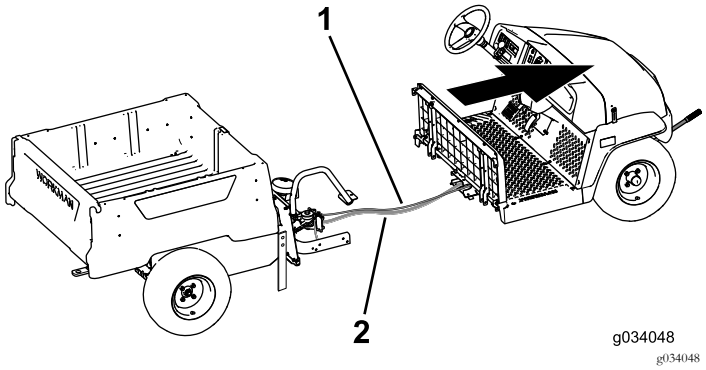

Figur 20
8. Få en medhjælper til at assistere dig med at flytte den forreste del fremad og væk fra den bageste del (Figur 20).